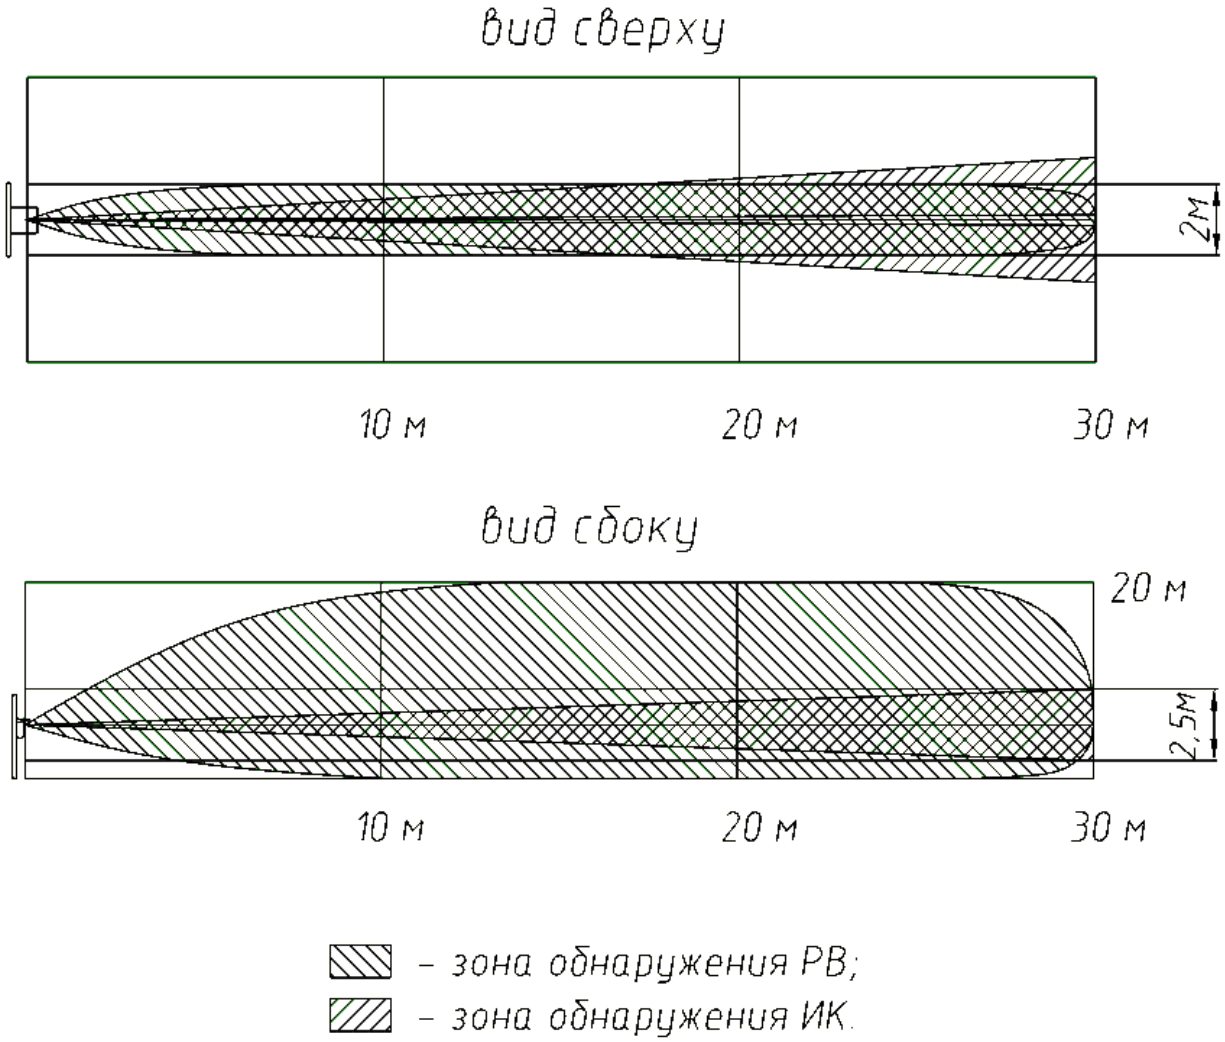

Рисунок 3.1 – Размеры зоны обнаружения извещателя «Циклоп-30»
3.1 РВ и ИК каналы извещателя имеют различную форму зон обнаружения (см. рис. 3.1). Зоной обнаружения называется та объемно-пространственная часть участка, перемещение в которой человека вызывает тревожное извещение. Для формирования тревожного извещения необходимо одновременное пересечение зоны обнаружения РВ и ИК каналов.